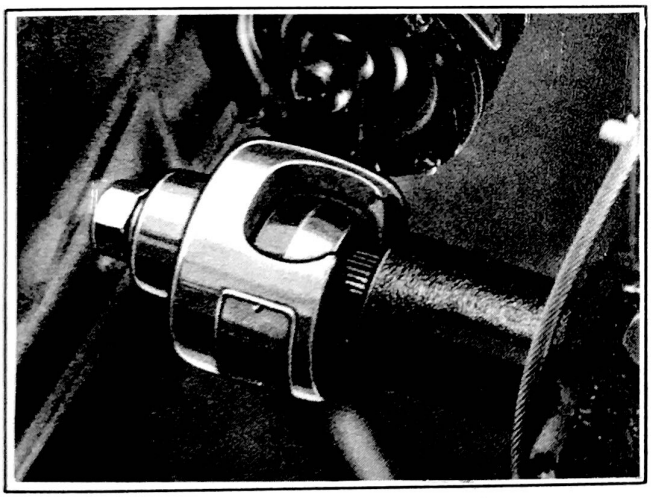

Figure 348
8. Remove pitman arm with puller J-1374, Fig. 348. Do not drive or pry off as damage will result.